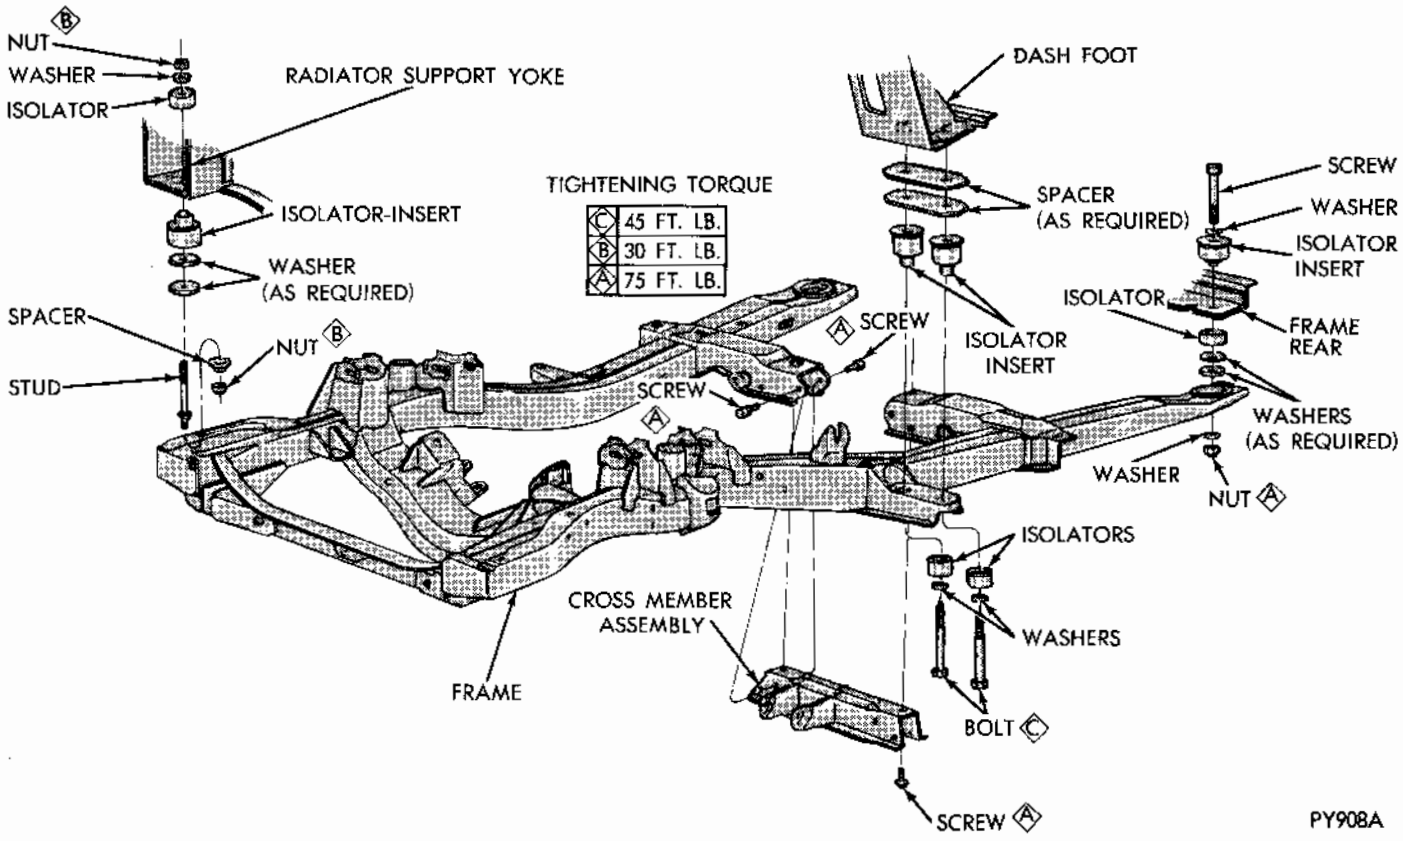

Fig. 7 - Isolated Stub Frame
FRAME REPLACEMENT (POLARA-MONACO) (FIG. 7)
The body isolators (Fig. 7) which are located at three positions: the radiator yoke, the dash foot,
(1) Raise frame assembly into position. On Convertible and Station Wagon models, guide rear crossmember into channel and studs, and front top edge of frame into slots in lower flange of radiator support yoke.
(2) On Sedan-Hardtop models, position rear of frame on isolator (Fig. 7), and front on isolator studs at radiator support.
(3) Install body to frame bolts, nuts, washers and/or insulators.
On Sedan--Hardtop models tighten to specified torque in (Fig. 7).
foot-pounds (Fig. 7).
Individual Insolator Changes (Fig. 7)